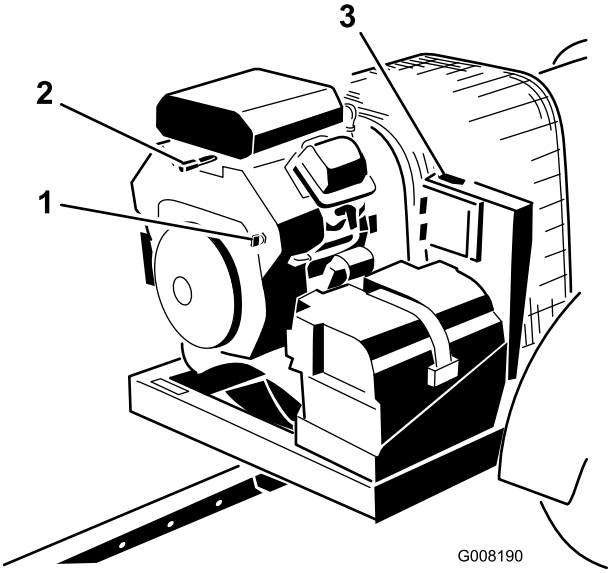

Figur 13
3. Vri tenningsnøkkelen til START og slipp den raskt slik at den slås på (ON) (Figur 13). Dette aktiverer mottakeren.
4. Vri nøkkelen til AV og ta den ut av tenningen før du forlater maskinen (Figur 13).